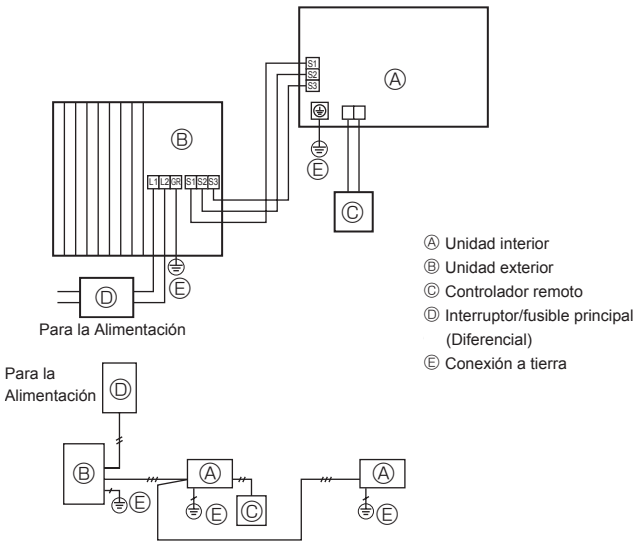
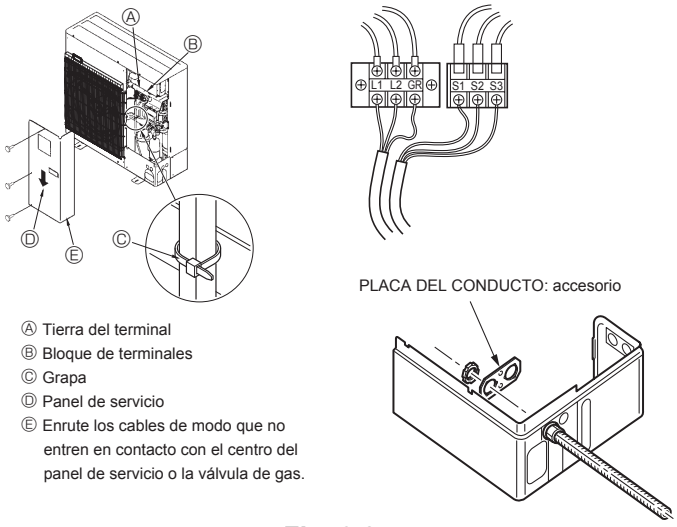

Fig. 6-1
Fig. 6-2
6.1. Unidad exterior (Fig. 6-1, Fig. 6-2)
① Extraiga el panel de servicio.
② Tienda los cables de acuerdo con la Fig. 6-1 y Fig. 6-2.